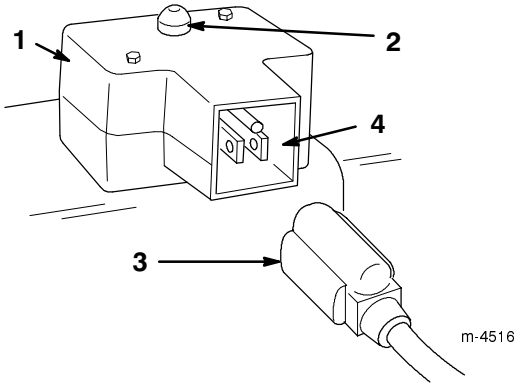

Figure 17
- **Electric Starter** (Fig. 17)—Push the starter button to start the engine.
- **Power Cord** (Fig. 17)—Connect to the electric starter and an electrical outlet when starting the engine.
A. Connect the power cord to the snothrower (Fig. 17) and to a standard household power outlet.
B. Push the starter button (Fig. 17).